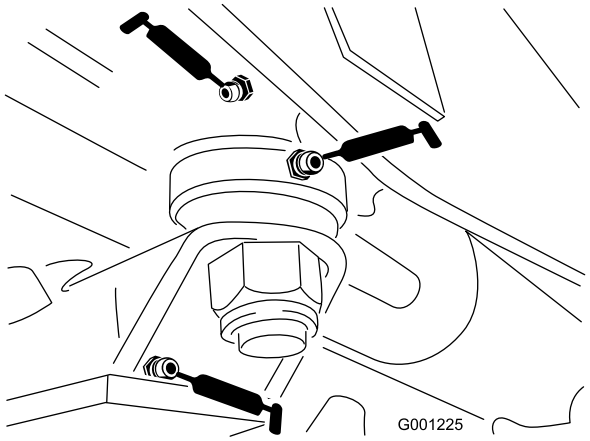

**Figur 43**
- Styrplattans bussningar (Figur 43)
- Axelstiftsbussning (Figur 43)